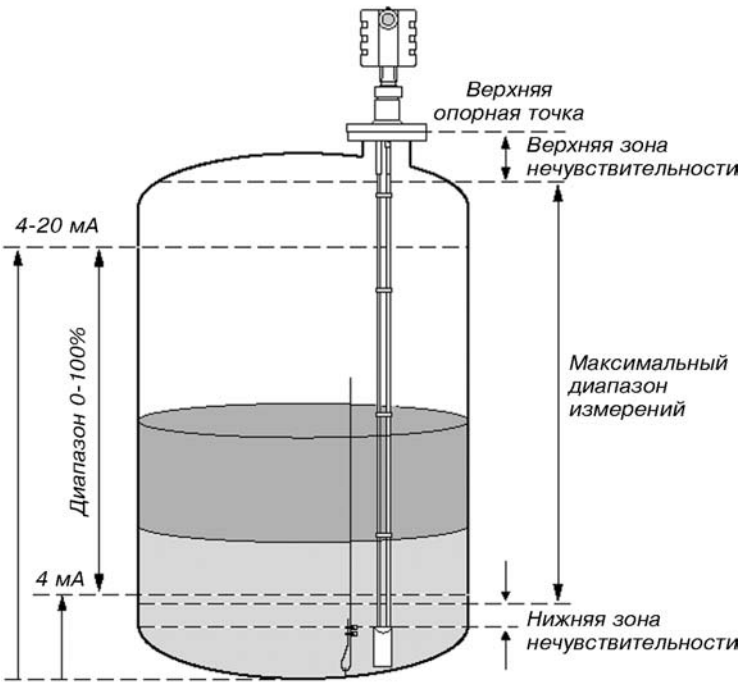

Рис.4.
Зоной нечувствительности называется зона, в которой проведение измерений невозможно либо точность измерений недопустимо мала (см.рис.4 и табл.3).
*** Длина груза добавляется к высоте нижней зоны нечувствительности (см.рис.4).